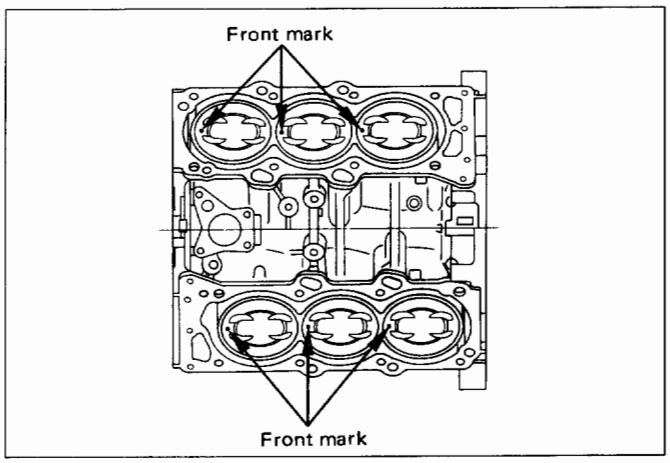

Fig. 6A-118
- Tighten the bolts in 2 steps in the order shown (Fig. 6A-119).